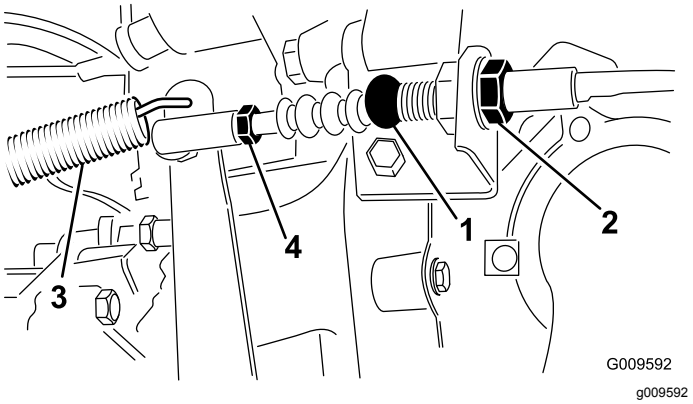

Rysunek 59
1. Odkręć przeciwnakrętki mocujące linkę sprzęgła do wspornika na obudowie w kształcie dzwonu (Rysunek 59).